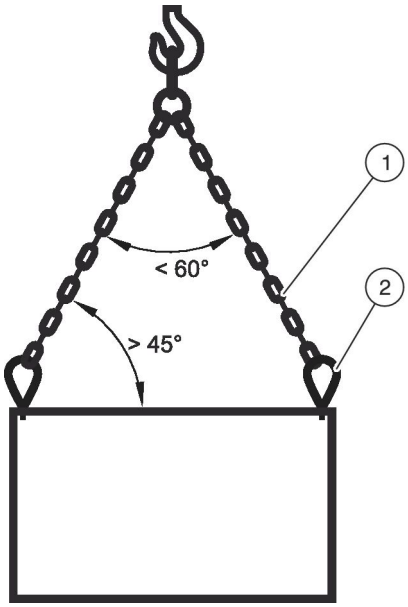

Abb. 7: Transport mit Kran und Seilösen oder Ringmuttern (ohne Traverse)
2. Alle Seilösen oder Ringmuttern (Abb. 7 /2) vollständig in alle Gewindebohrungen einschrauben.
3. Die Seile oder Ketten (Abb. 7 /1) an den Seilösen oder Ringmuttern befestigen.